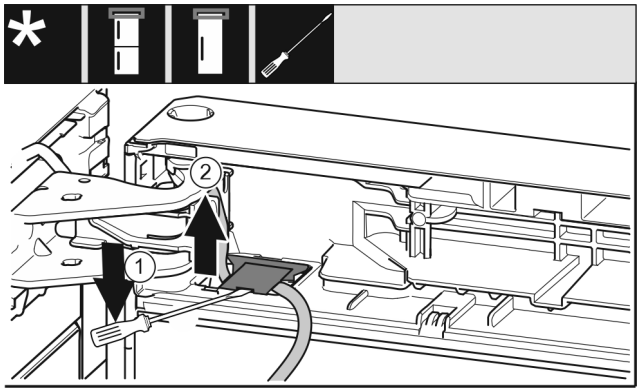

Fig. 8
▶ Με το ίσιο κατσαβίδι ανασηκώστε το κάλυμμα και τραβήξτε το έξω. *Fig. 8 (1)*
▶ Τραβήξτε έξω το καλώδιο. *Fig. 8 (2)*